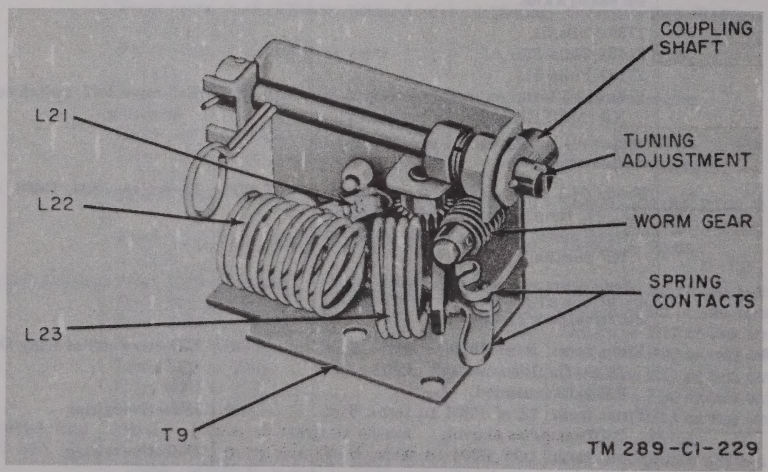

Figure 71. Transmitter antenna coupling assembly, for early models.
(4) Insert and tighten the two screws holding the front and the r-f chassis together. Slightly shift the r-f panel back and forth, as required, to take all bends out of the flexible coupling. Tighten the screws.
(5) Using a small screwdriver, finger, or other suitable means, turn the spider between the toothed crown and the bellows of the capacitor coupling so that the short fingers on the spider engage the slots on the studs from the crown on the dial-drive mechanism coupling.
(6) Reconnect the spade lug on the beaded lead from the antenna relay to the ceramic post (terminal 9) in the r-f chassis.
(7) Reinsert the shaft of the flexible coupling from the REC ANT TUNE control in the shaft of the worm-gear coupling. Tighten the two setscrews on the worm-gear coupling.
(8) Reconnect multiconnectors P305 and J5 and P304 and J4.
(9) Reinsert the flexible coupling from the TRANS ANT COUPLING control in the bushing associated with the transmitter coupling coil in T9. The shaft of the flexible coupling is slotted. See that the shaft falls into the bushing properly. If this cannot be done, rotate the flexible shaft slightly until movable antenna coil L23 is parallel with fixed tank coil L22 (figs. 71 through 73) and the slot engages the key inside the bushing.